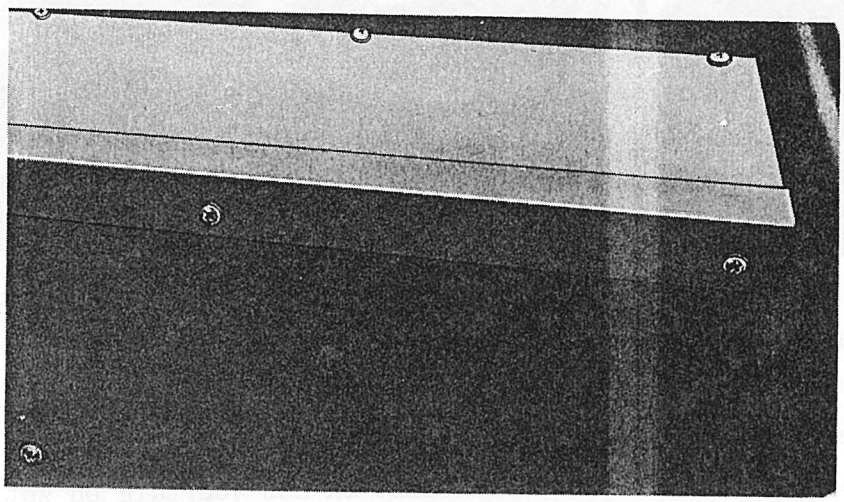

Afb. 2.6.9. Brandstofreservoirkast
(2) Los de schroeven (afb. 2.6.9.) waarmee de brandstofreservoirkast is bevestigd.